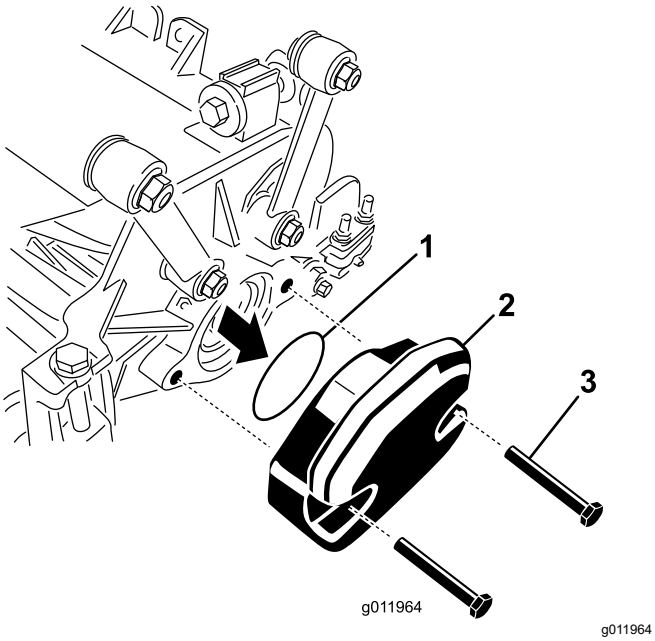

Figur 24
2. Ta bort vikten och o-ringen (Figur 24) på insidan av den högra klippenheten.